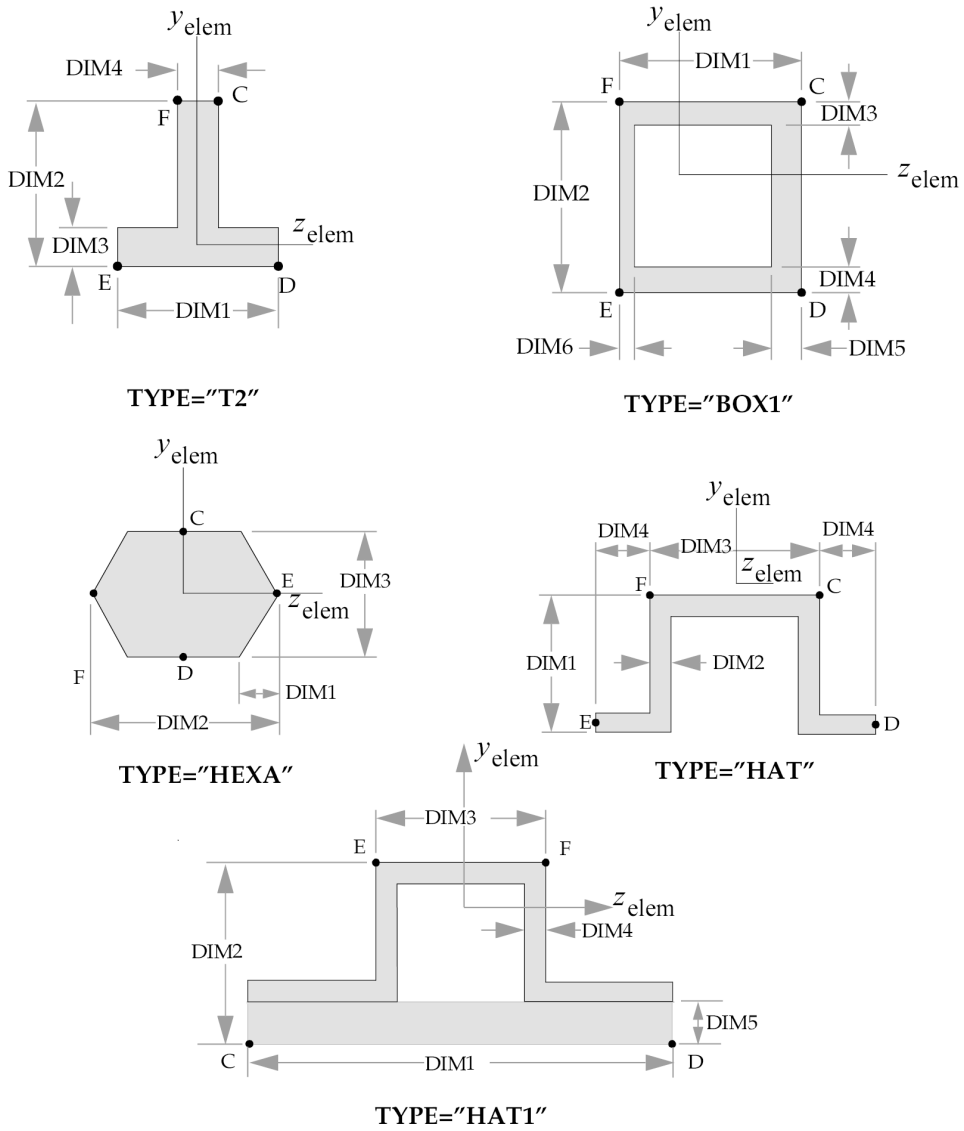

Figure 16-7. Definition of Cross-Section Geometry and Stress Recovery Points for GROUP = "MSCBML0"
SO(j),SO(B)	Stress output request option for intermediate station j and end B. (Character; Default = “YES”) YES: Stresses recovered at all points on next continuation and shown in Figure 16-7 as C, D, E, and F. NO: No stresses or forces are recovered.
5. If any of the fields NSM(B), DIMi(B) are blank on the continuation entry for End B, the values are set to the values given for end A. For the continuation entries that have values of X(j)/XB between 0.0 and 1.0 and use the default option (blank field), a linear interpolation between the values at ends A and B is performed to obtain the missing field.
7. For GROUP = “MSCBML0”, the cross-sectional properties, shear flexibility factors and stress recovery points are computed using the TYPE and DIMi as shown in Figure 16-7. The element coordinate system is located at the shear center.
11. C, D, E, and F in Figure 16-7 are the locations of stress recovery on a cross-section.